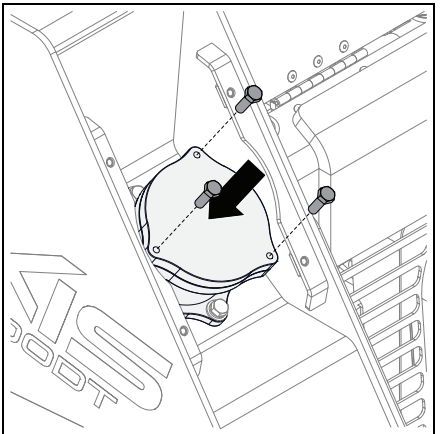

Figure 65
7. Reinstall filter cover using hardware removed earlier. See Figure 65.